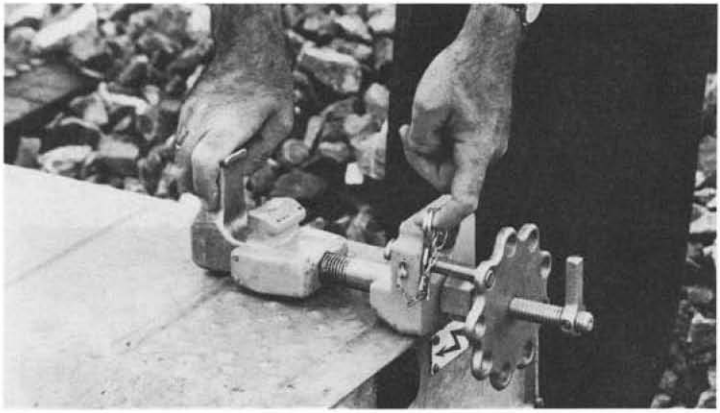

Bild 3
b) Federstecker aus dem Sicherungsbolzen entfernen und Sicherungsbolzen zurückschieben (vgl. Bild 3).